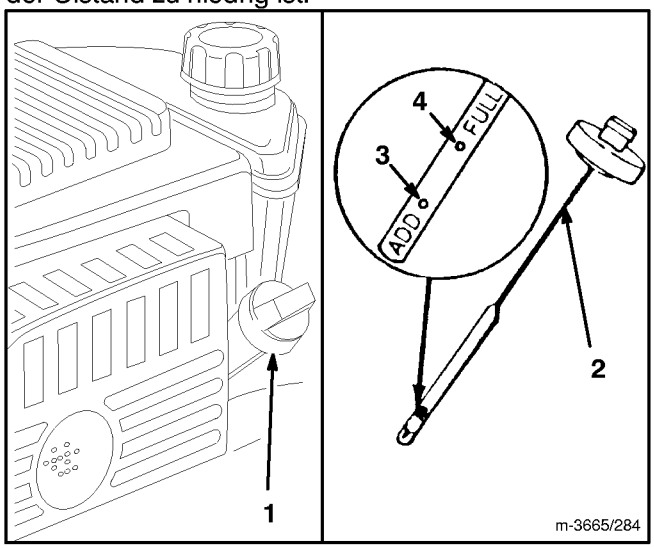

**Abbildung 7**
Das Kurbelgehäuse mit Öl vom Typ SAE 30 oder 10W30 füllen, bis der Östand die Markierung VOLL auf dem Meßstab erreicht (siehe Abb. 7). Das Kurbelgehäuse faßt maximal 0,65 Liter Öl. Verwenden Sie qualitativ hochwertige Öle, die den API (American Petroleum Institute) Normen SF, SG, SH oder SJ entsprechen.
Vor jedem Gebrauch sicherstellen, daß sich der Ölstand zwischen den am Ölmeßstab angebrachten Markierungen FULL (VOLL) und ADD (NACHFÜLLEN) befindet (Abb. 7). Öl nachfüllen, falls der Ölstand zu niedrig ist.
3. Meßstab abwischen und in den Einfüllstutzen einführen. Verschluß 1/4-Drehung im Uhrzeigersinn drehen. Danach Ölmeßstab wieder herausziehen und Ölstand kontrollieren (Abb. 7). Ist der Ölstand zu niedrig, nur soviel Öl nachfüllen, bis die Markierung FULL am Ölmeßstab erreicht ist. **AUF KEINEN FALL ÜBER DIE VOLL-MARKIERUNG HINAUS AUFFÜLLEN; DA DIES ZU SCHÄDEN AM MOTOR BEIM STARTEN FÜHREN KANN. ÖL LANGSAM EINFÜLLEN.**